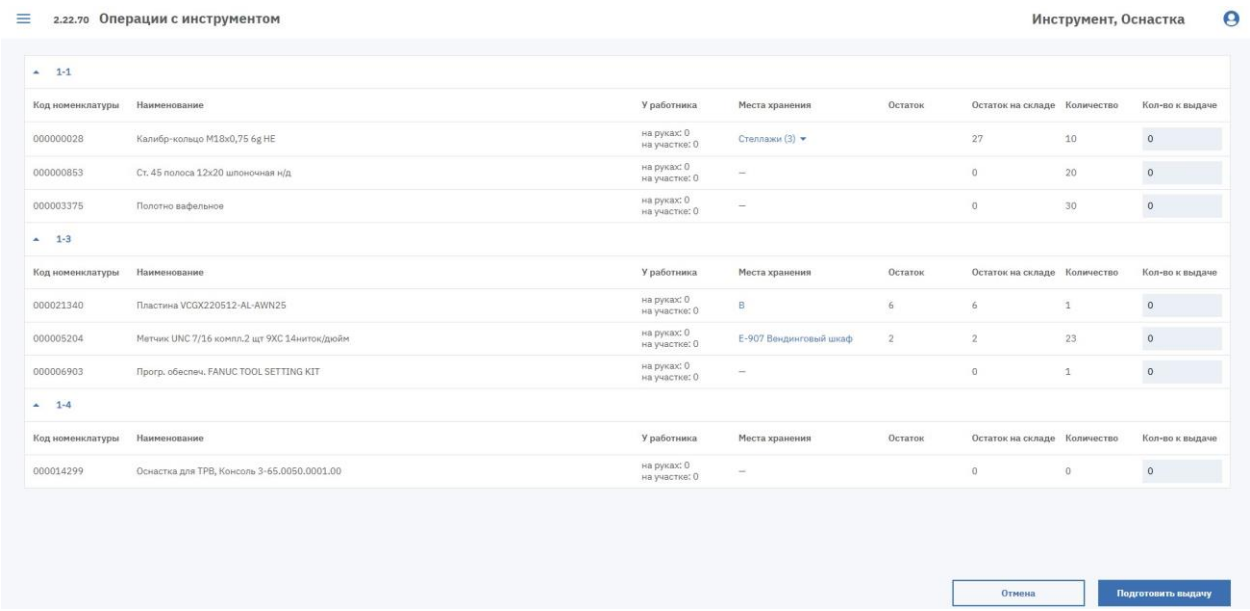

Рисунок 153. Выдача по ТП отображение инструментов и операций
Форма выдачи по ТП содержит операции ведомости и под ними инструмент (см. Рисунок 153). Колонки таблицы инструмента: код, наименование, «У работника», места хранения, остаток на складе, количество по ведомости и «Кол-во к выдаче» (по умолчанию 0). Колонка «У работника» показывает количество «на руках» и «на участке». Колонка «Места хранения» показывает, где номенклатура хранится на складе выдачи. Если место одно, выводится его наименование, а остаток – в колонке «Остаток». Если мест несколько, выводится ссылка «Стеллажи (N)»: щелчок по ней раскрывает перечень мест с остатком в каждом. Щелчок по наименованию места хранения открывает в новой вкладке подраздел «Размещение» с отбором по этому месту хранения и номенклатуре (см. 3.5.1). Операции без инструмента выводятся без шапки таблицы.